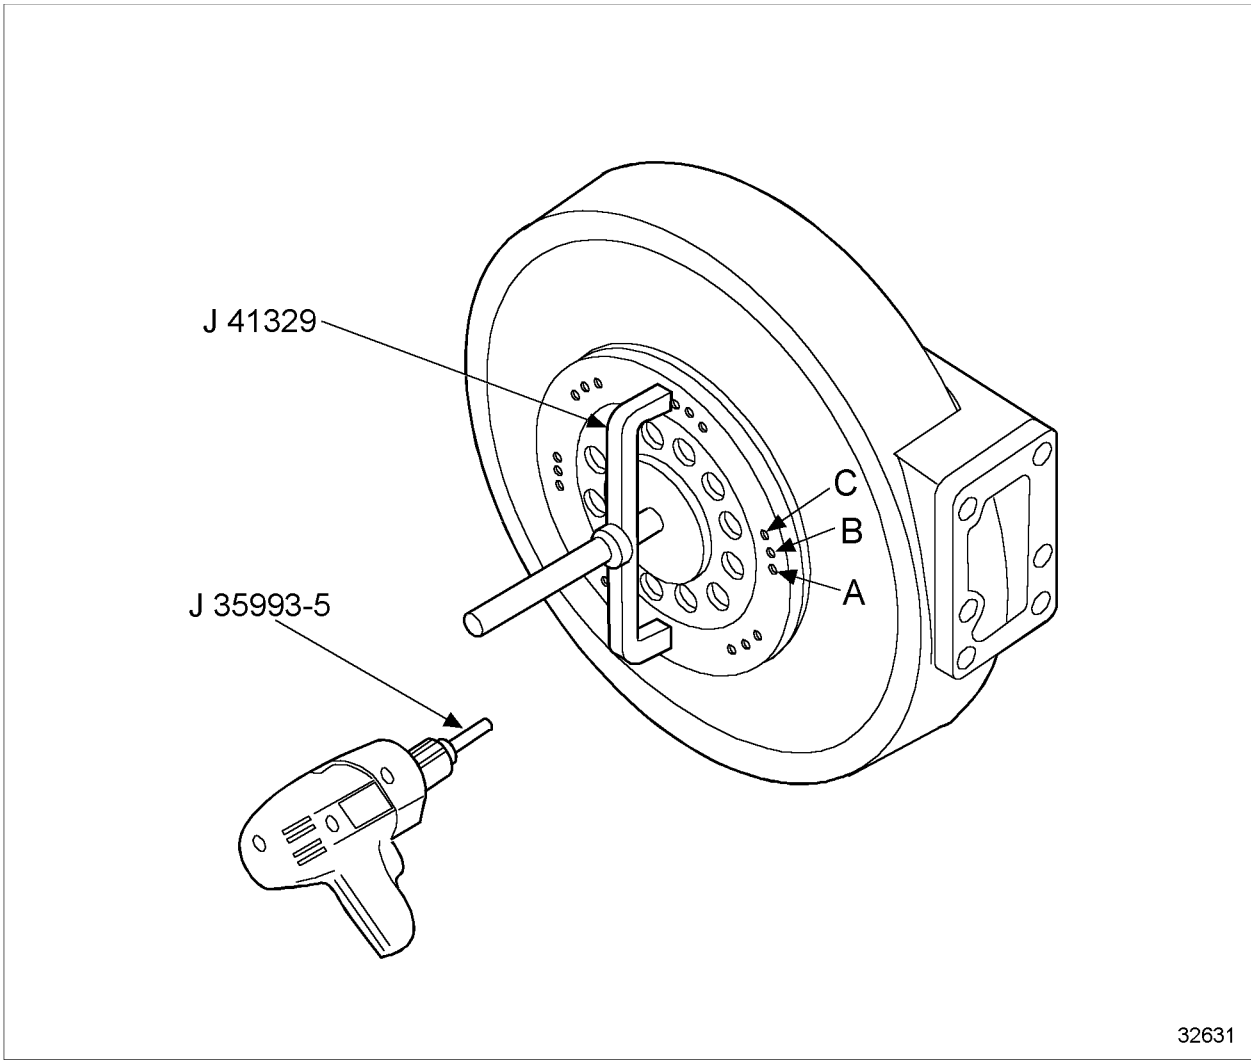

Figure 1-140 Rear Oil Seal Removal
2. Using variable speed drill motor and 5/32" bit, drill through outer and inner case of seal using smallest hole "A" as a guide. See Figure 1-140.